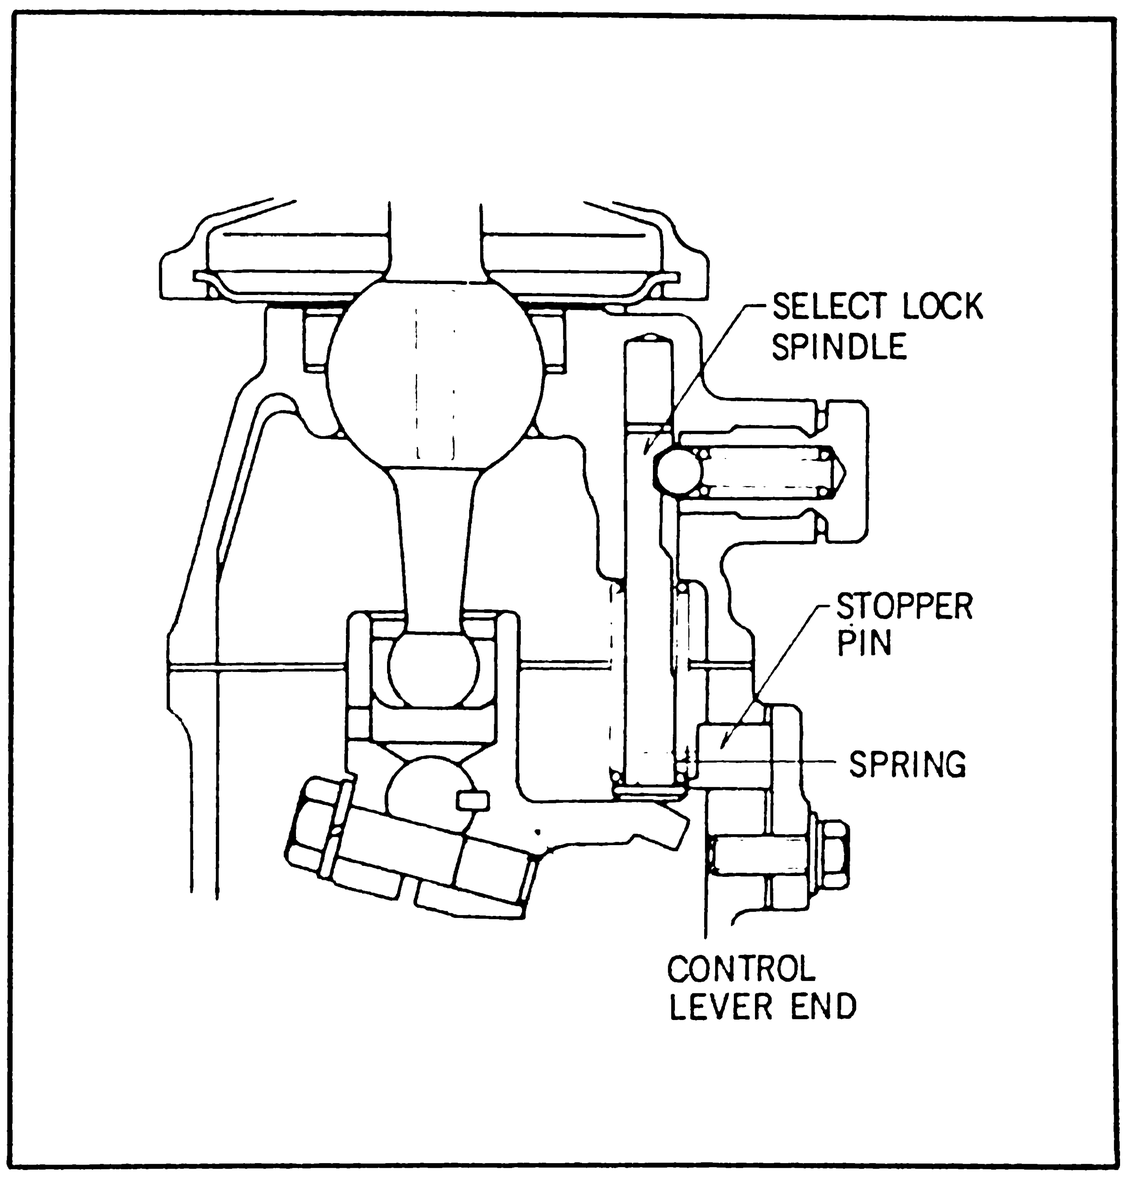

Fig. 5-9 Control case
- The select lock spindle is the two step type as shown in Fig. 5-9